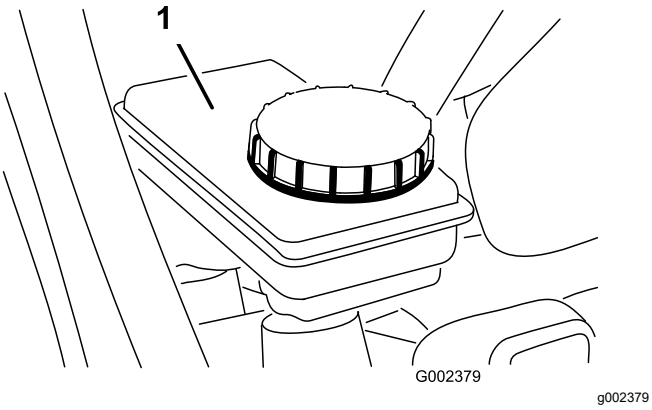

Figur 58
5. Vätskenivån ska nå upp till markeringen Full i behållaren (Figur 58).
6. Om vätskenivån är låg ska du göra rent runt locket på behållaren, ta bort locket och fylla på behållaren med angiven bromsvätska upp till rätt nivå (Figur 58).